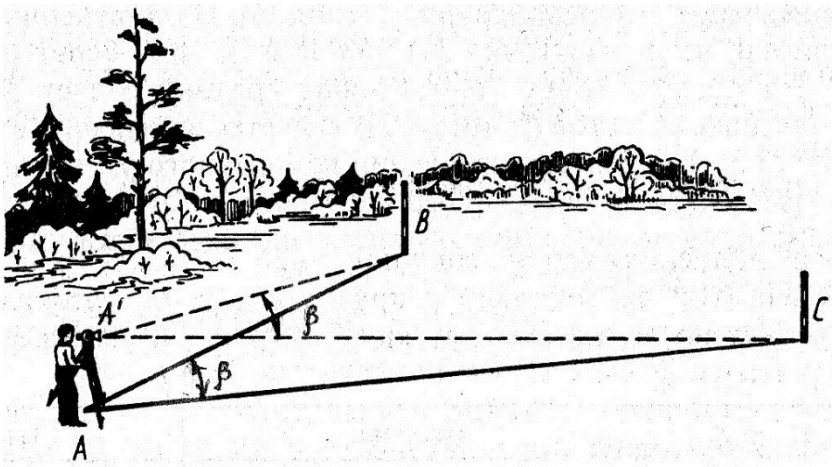

Рисунок 24. Измерение горизонтального угла
***Горизонтальный угол β*** – это угол, образованный проекциями направлений А′С и А′В на горизонтальную плоскость, т. е. *линейный угол двугранного угла $A^1 A$.* Это видно из рисунка измерения горизонтального угла на местности (Рисунок 24).